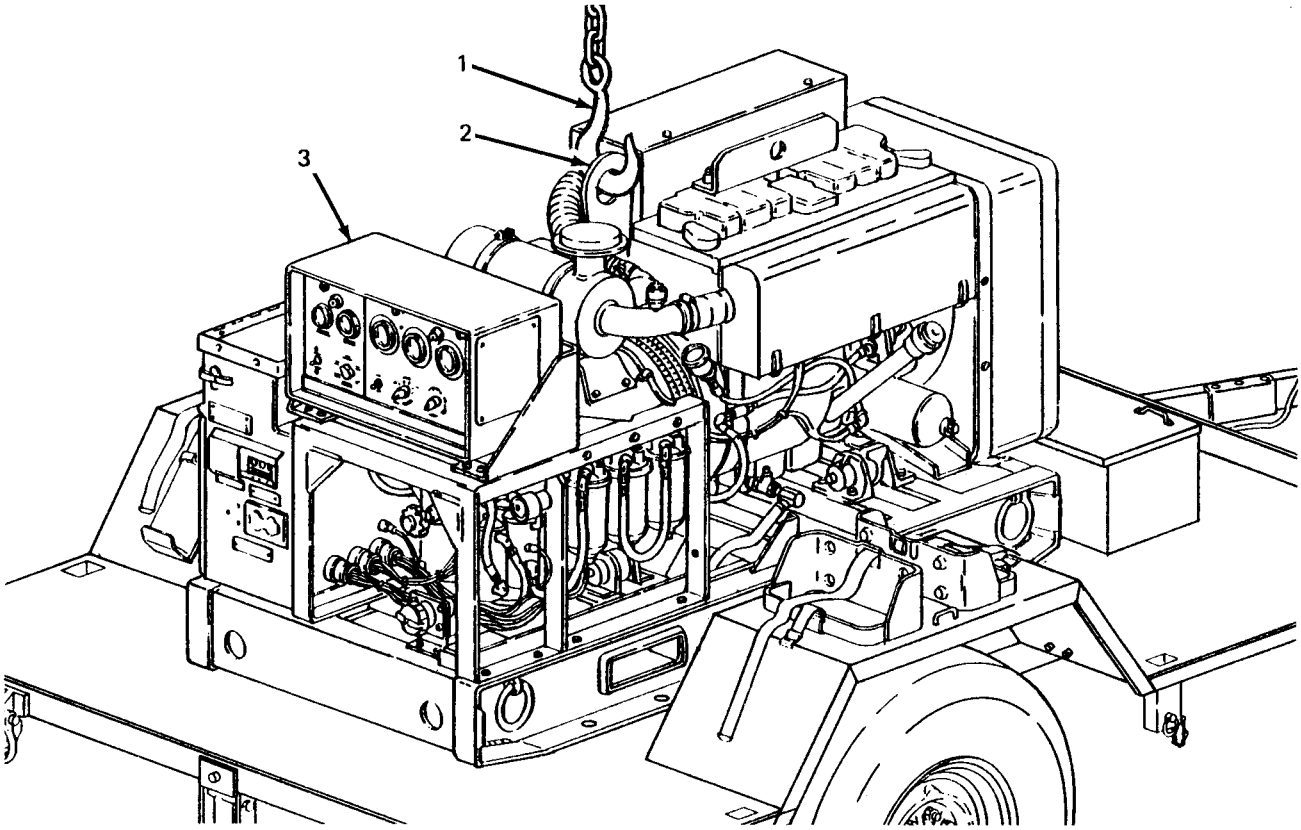

Figure 5-6. Lifting Generator Set.
(6) Attach lifting equipment with a minimum lifting capacity of 1500 lb (1, figure 5-6) to lifting eye (2) on top of generator set (3) and remove generator set from trailer.
(1) Attach lifting equipment with a minimum lifting capacity of 1500 lb (1, figure 5-6) to lifting *eye (2)* on top of generator set (3) and lift generator.